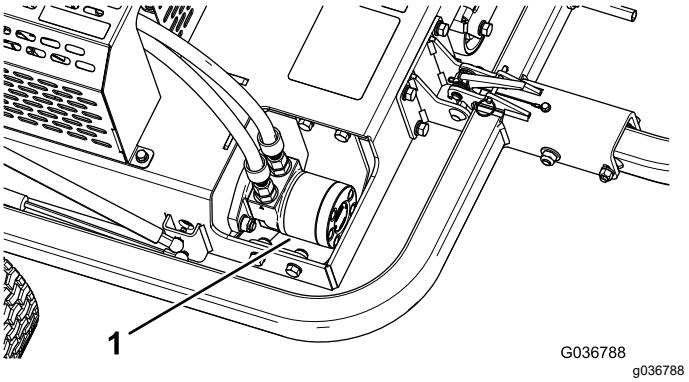

Figur 40
3. Fjern snavs og affald fra området omkring hydraulikmotoren (Figur 40).